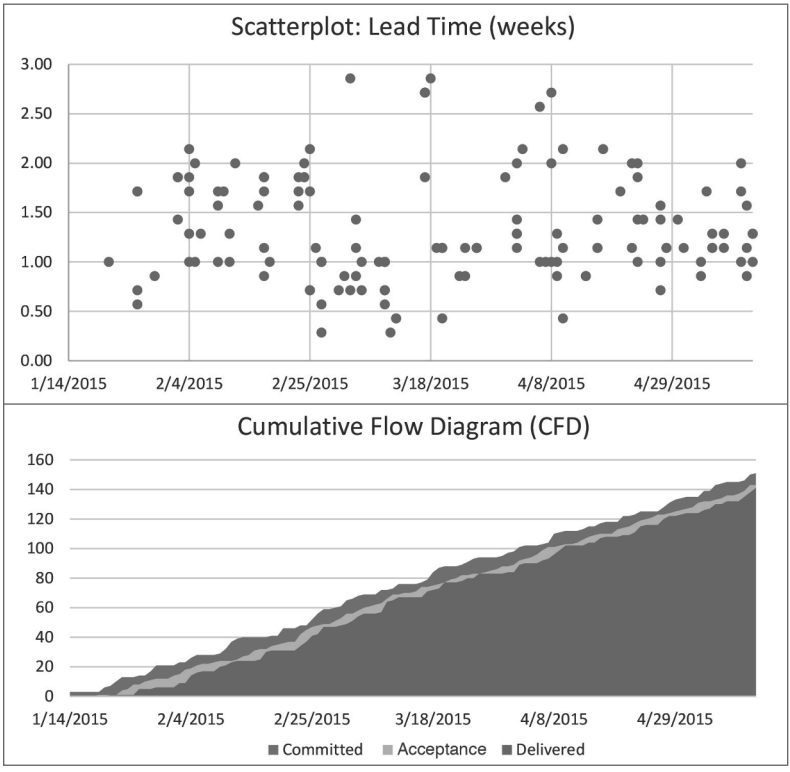

Figure 12 Complementary charts of the same flow data
The metrics captured in the graphs in Figures 12, 13 and 14 were generated simply from the dates when items entered the states of "Committed," "Acceptance," and "Delivered." Some cost data, in terms of either financial costs or person-days, also should be captured.
- **Scatterplots** of Lead Times (see Figure 12)
- **Cumulative Flow Diagrams** (**CFDs**), which show the cumulative number of arrivals and departures in a process or in parts of a process (see Figure 12)